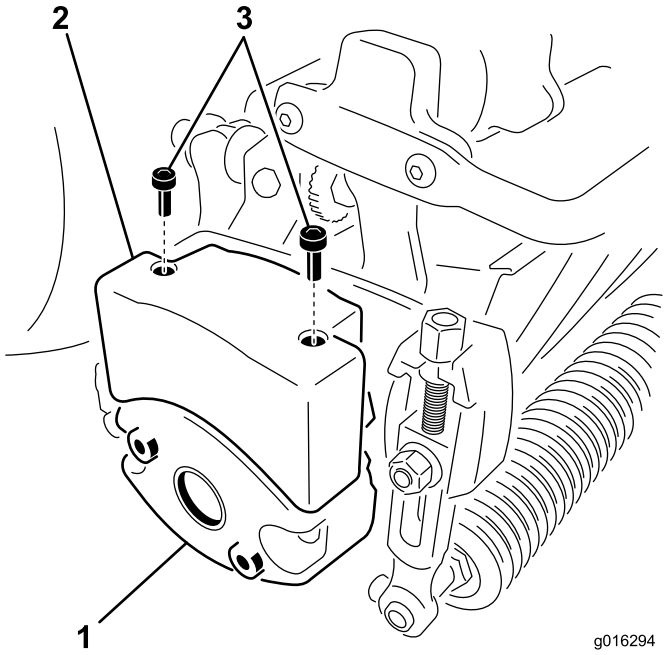

Figur 11
4. Fjern de to boltene som fester vekten på venstre side av klippeenheten (Figur 11).
6. Monter en øvre vekt til klippeenhetsvekten ved hjelp av to sokkelskruer med sekskanthode (Figur 11).